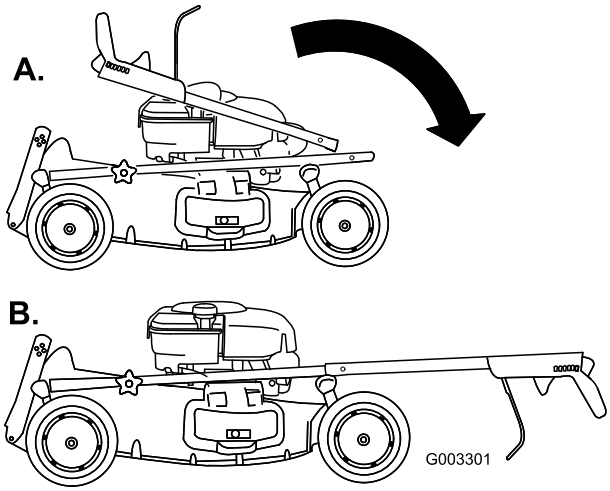

Figuur 3
2. Beweeg het bovenste deel van de handgreep voorzichtig naar voren en plaats de uiteinden op het onderste deel van de handgreep zodat beide delen in een lijn staan en in elkaar vallen (Figuur 3).